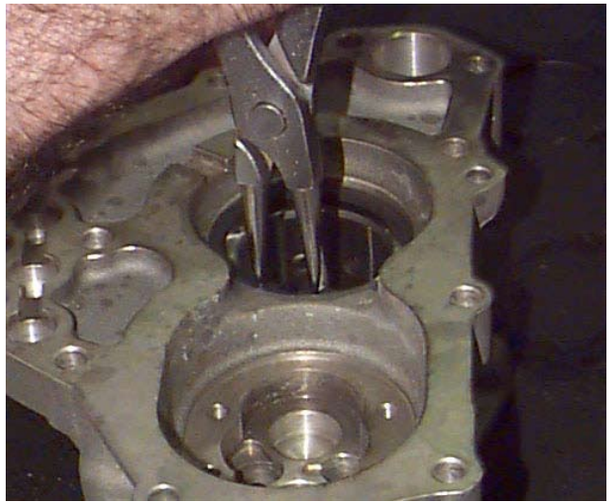

Fig.4
- Lock the bushing into place by means of a snap ring (**Fig.4**).